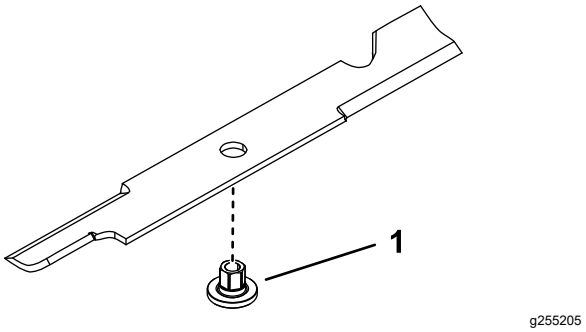

Figura 90
1. Instale el buje a través de la cuchilla con la brida del buje en el lado inferior (lado del césped) de la cuchilla (Figura 90).